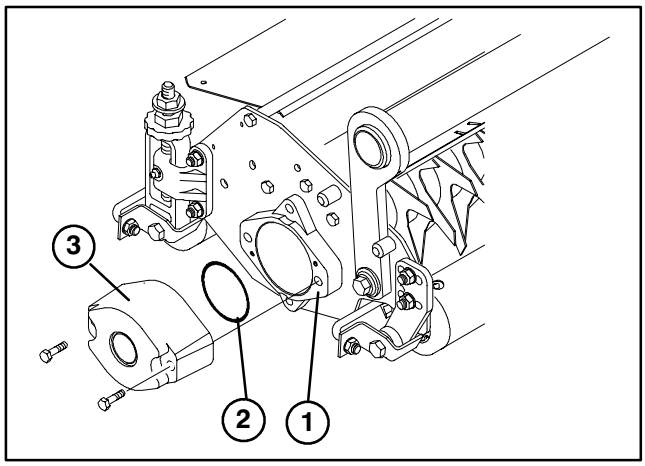

Figure 6
4. Lubricate and install a large O–ring into bearing housing groove on each end of dethatcher unit (Fig. 6 & 8).
5. Install a counter weight onto appropriate end of each cutting unit with capscrews provided (Fig. 6).